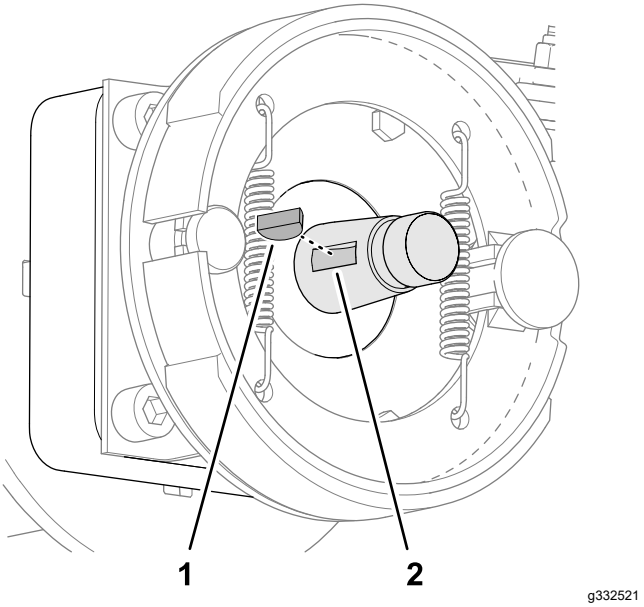

**Figur 71**
2. Sett inn skivekilen i sporet på hjulmotorakselen (Figur 71).